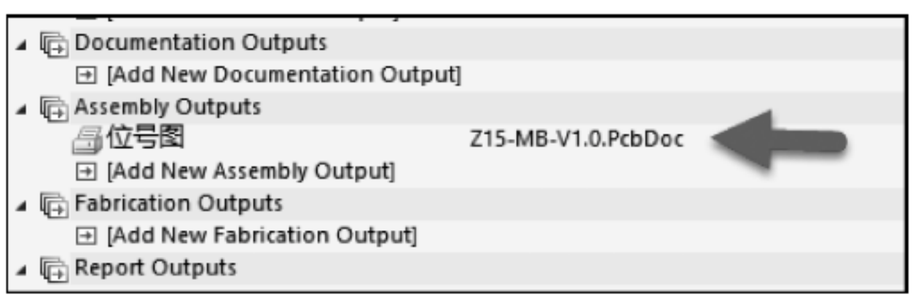

图 7-46　重命名文件
(3) 装配文件添加完成后,将其重命名,可命名为“位号图”,如图 7-46 所示。